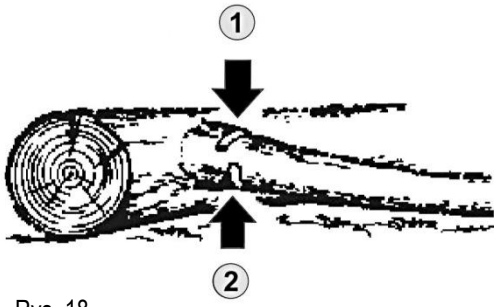

Rys. 18
- Odcinanie gałęzi ściętego drzewa powalonego **(Rys. 18)**:
Jeśli gałąź jest wygięta tak jak na **Rys. 18** - przeciąć z dołu do góry, zakończyć tnąc z góry na dół.